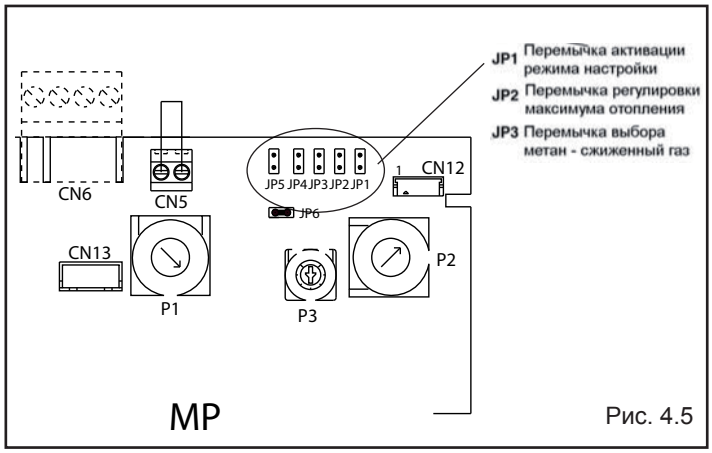

Рис. 4.5
- Установите перемычку JP1 (рис. 4.5), при этом ручки, расположенные на панели управления, начнут выполнять функции регулирования минимума и максимума для режима отопления. На дисплее появляется ADJ чтобы показать, что регулировка выполняется.
- Установите перемычку JP2 (рис. 4.5)
− На плате управления (рис. 4.5):